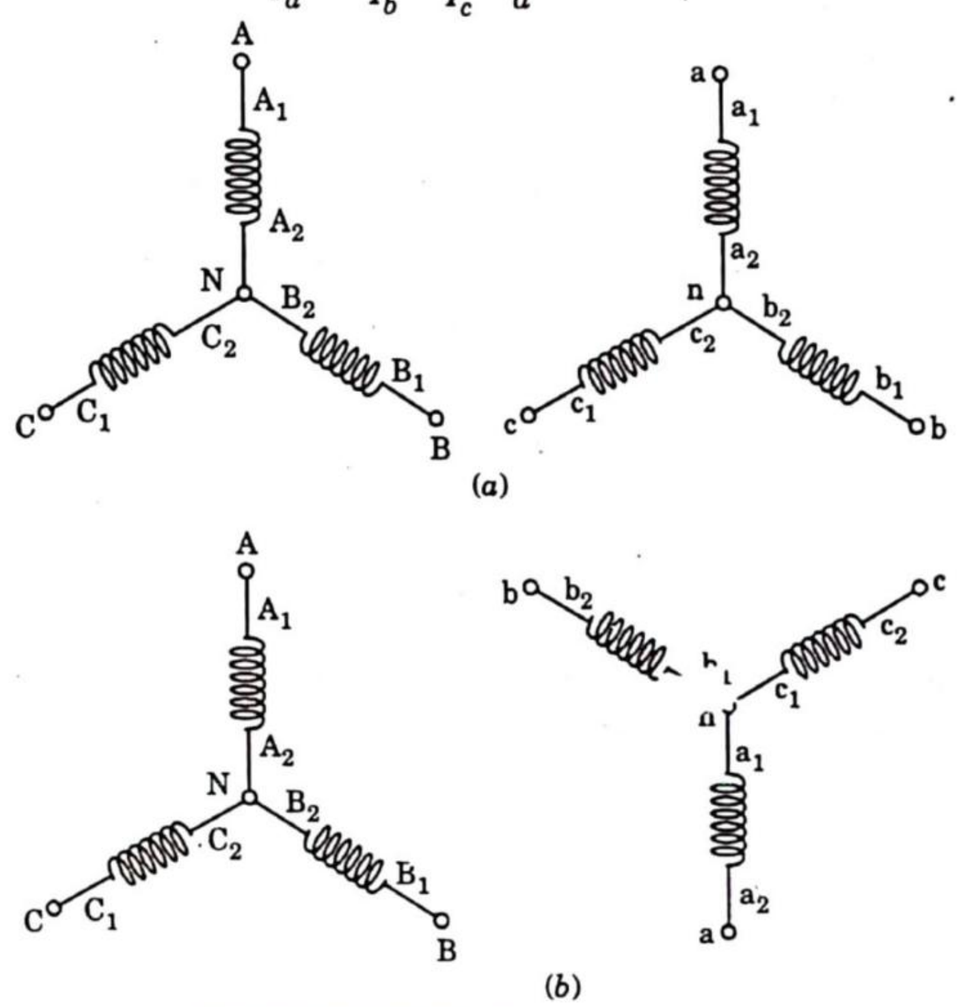

Fig. 3.21.1. Star-star connection of transformer (*a*) 0° phase shift (*b*) 180° phase shift.
1. Fig. 3.21.1 shows the $Y-Y$ connection of three identical single-phase transformers or the three identical windings on each of the primary and secondary sides of the 3ϕ transformer.